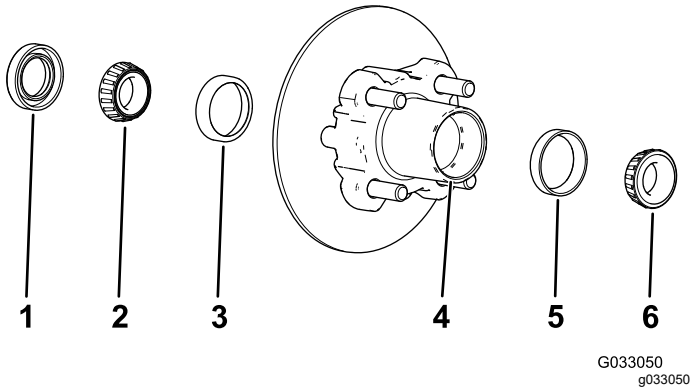

**Figur 33**
1. Avlägsna det yttre lagret och lagerbanan från navet (Figur 33)
2. Ta bort tätningen och det inre lagret från navet (Figur 33)
5. Avlägsna allt fett, smuts och skräp från håligheten i navet (Figur 33).
7. Fyll navets hålighet till 50–80 % med angivet fett (Figur 33).
8. Montera det inre lagret på banan på navets insida, och montera tätningen (Figur 33).